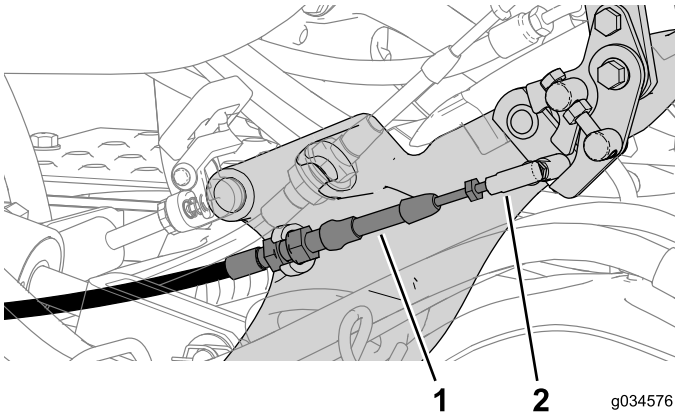

Figura 24
2. Collegate il cavo di blocco in folle al dispositivo di cambio a pedale (Figura 24).